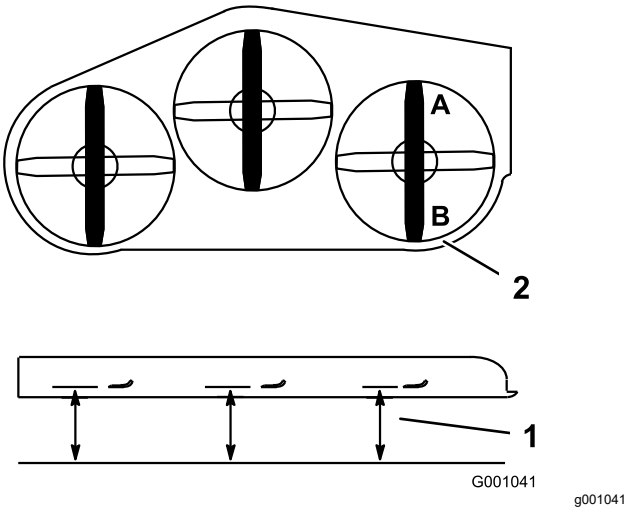

Rysunek 112
1. Ustaw **prawe** ostrze w osi podłużnej (Rysunek 112).
2. Dokonaj pomiaru prawego ostrza w położeniu **A** od poziomej powierzchni do krawędzi tnącej końcówki ostrza (Rysunek 112).
4. Dokonaj pomiaru prawego ostrza w położeniu **B** od poziomej powierzchni do krawędzi tnącej końcówki ostrza (Rysunek 112).
6. Ostrze kosiarki w położeniu **A** powinno znajdować się o 6 do 10 mm niżej niż w położeniu **B** (Rysunek 112). Jeśli tak nie jest, wykonaj poniższe kroki.